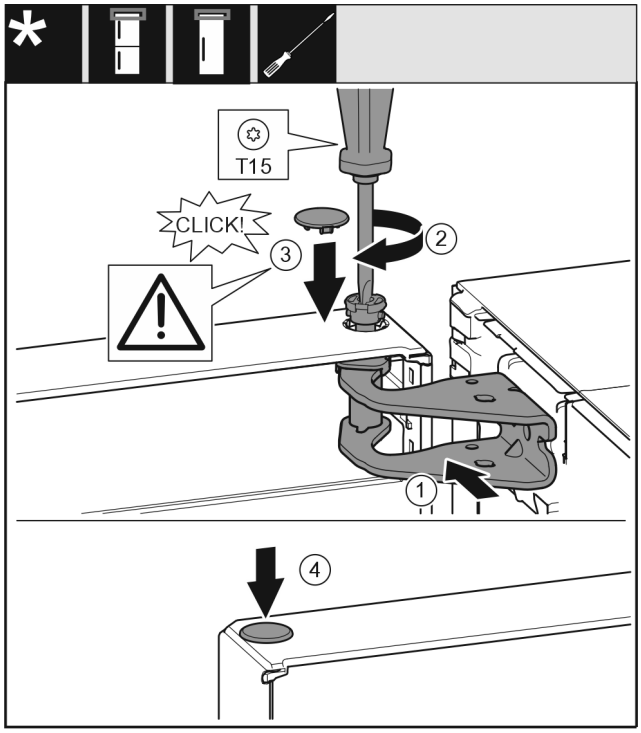

Fig. 20
- ▶ Nolīmeņojiet durvju augšdaļu pret atveri gultņa balstā *Fig. 20 (1)*.
- ▶ Ievietojiet tapu *Fig. 20 (2)* un pieskrūvējiet ar skrūvgriezi.
- ▶ Ievietojiet pārsegu *Fig. 20 (3)*.
- ▶ Pārbaudiet, lai pārsegs *Fig. 20 (3)* piekļautos pie durvīm.
- ▶ Ievietojiet pārsegu *Fig. 20 (4)*.